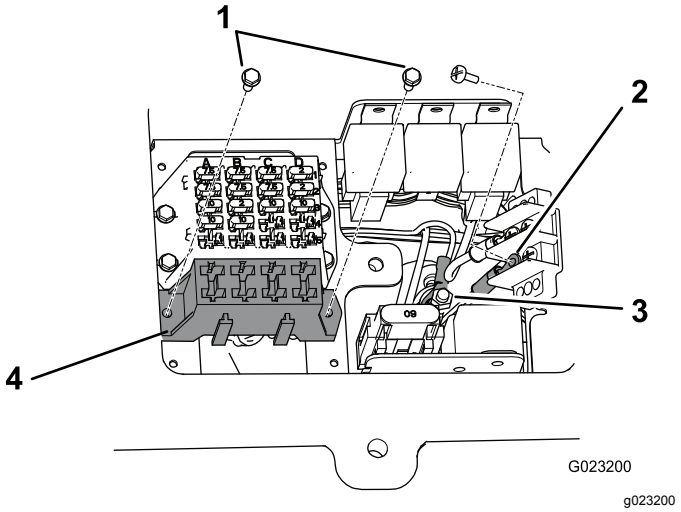

図 25
3. ワイヤハーネスのヒューズブロック部分を、既存のヒューズブロックの隣に取り付けるハーネスに付属しているタッピングねじ#8 x ½"2本を使用する図 25。
4. ハーネスから来ている小さいリング端子を、アース端子ブロックのねじのうちの1本に接続する図 25。
5. ハーネスから来ている大きいリング端子を、ジャンクションブロックのスタッドに接続する図 25。